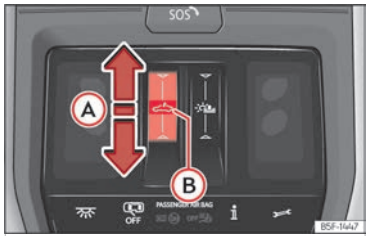

Fig. 87 En el revestimiento interior del techo: tecla del techo de cristal.
- Movimiento automático: deslice el dedo hacia atrás sobre el área funcional ››› **fig. 87** Ⓐ.
- Antes de que transcurran aprox. 5 segundos desde la activación de la función antiaprisionamiento, deslice el dedo hacia delante sobre el área funcional ››› **fig. 87** Ⓐ y mantenga presionado hasta que el techo se cierre completamente.